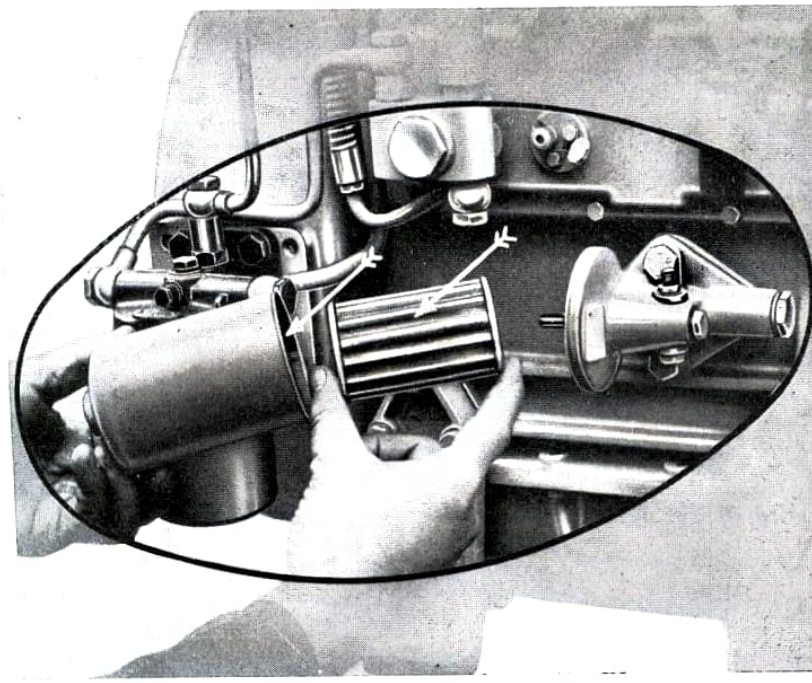

Fig. 4
3) Remonter toutes les pièces avec beaucoup de soin (Fig. 4)